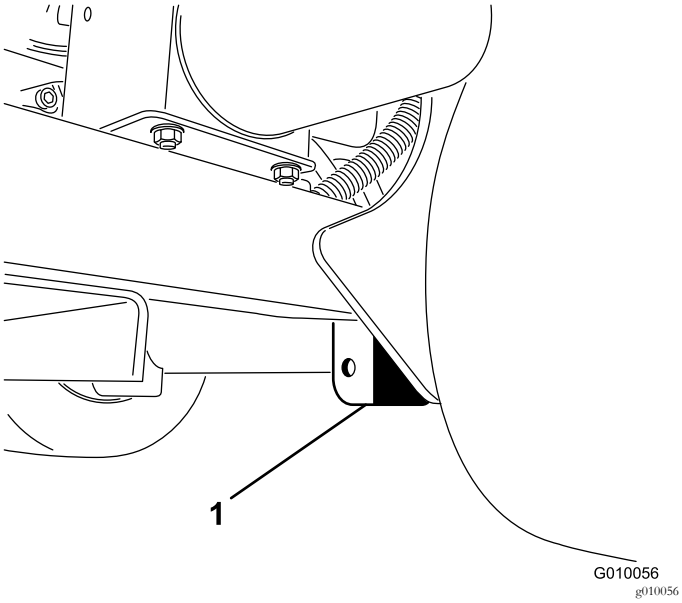

Rysunek 41
3. Umieść dźwignik bezpiecznie pod płytą ramy od wewnątrz, przy samym kole tylnym (Rysunek 41).